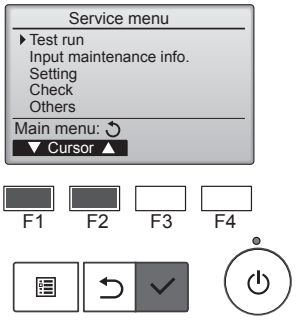

Fig. 7-1
① Velg "Test run" (Testkjøring) fra Service-menyen, og trykk på [VELG]-knappen. (Fig. 7-1)